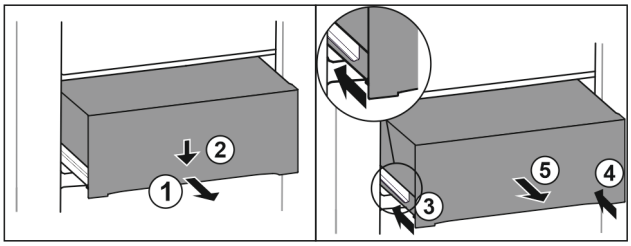

Fig. 171
▶ Tirer le tiroir jusqu'à mi-chemin. *Fig. 171 (1)*
▶ Appuyer sur l'avant du tiroir vers le bas. *Fig. 171 (2)*
▶ Insérer le rail gauche d'env. 2 cm. *Fig. 171 (3)*
▶ Insérer le rail droit d'env. 2 cm. *Fig. 171 (4)*
▶ Retirer le tiroir par l'avant. *Fig. 171 (5)*